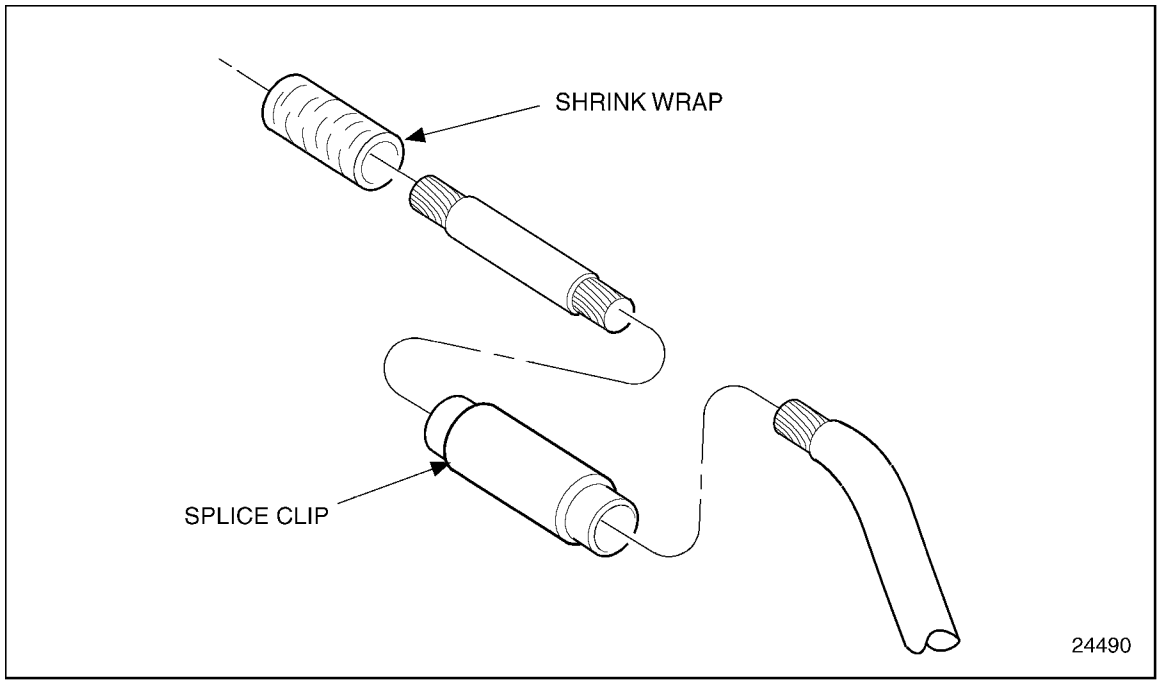

Figure 8-42 Spliced Wire
5. Insert the other wire into splice clip and crimp. See Figure 8-42.